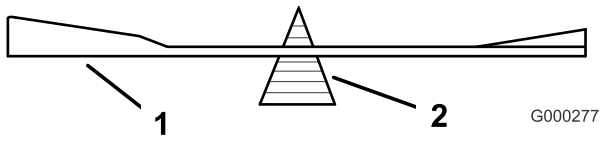
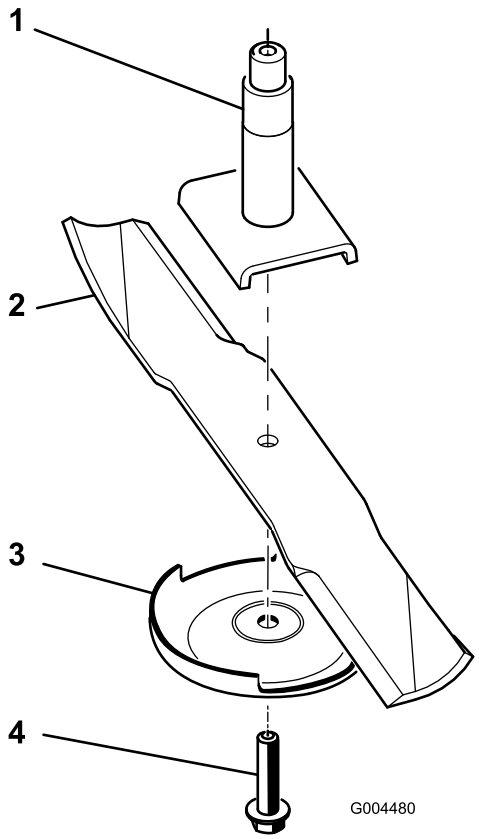

Figur 68
Figur 69
2. Ta bort knivbulten, antiskalplåten och kniven från spindelaxeln (Figur 69).
2. Kontrollera knivens balans med en knivbalanserare (Figur 68). Om kniven stannar kvar i ett horisontellt läge är den i balans och kan användas. Om kniven inte är balanserad kan du fila bort lite metall från knivens segeldel (Figur 69). Upprepa proceduren tills kniven är balanserad.
1. Montera kniven på spindelaxeln (Figur 69).
2. Montera antiskalplåten och knivbulten (Figur 69).